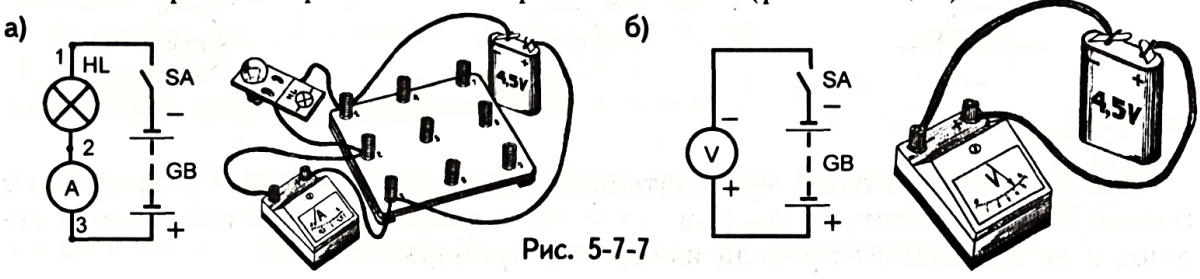

Рис. 5-7-7
1. Измерьте силу тока в лампе (рис. 5-7-7, а).
2. Измерьте напряжение батареи элементов (рис. 5-7-7, б).